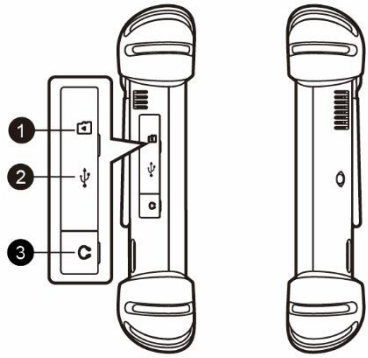

Figure 2-3 *MaxiSys Tablet Left Side*
4. USB Port (it cannot be used at the same time with the Mini USB Port in *Figure 2-3 MaxiSys Tablet Left Side*)